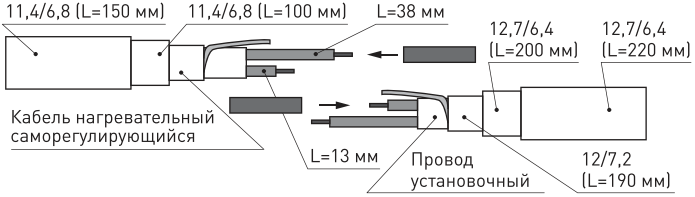

Рисунок 16
6.1.7 На кабель последовательно надвинуть следующие термоусадочные трубки (рисунок 16):
6.1.8 На установочный провод последовательно надвинуть следующие термоусадочные трубки (рисунок 16):
6.1.9 На жилу установочного провода длиной 52 мм и жилу кабеля длиной 45 мм – надеть термоусадочные трубки 4,5/2,5 длиной 30 мм (рисунок 16).